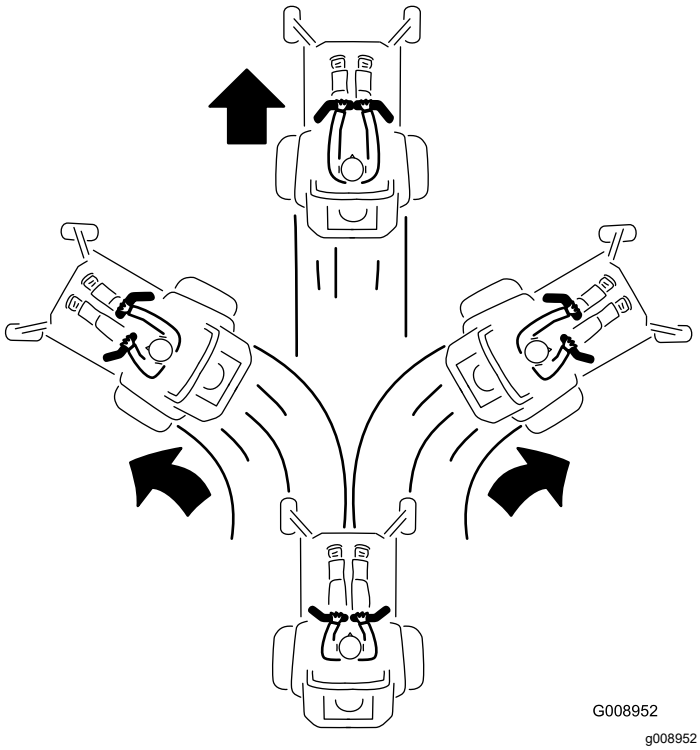

Figura 23
3. Para andar para frente empurre as alavancas de controlo do movimento lentamente para a frente (Figura 23).